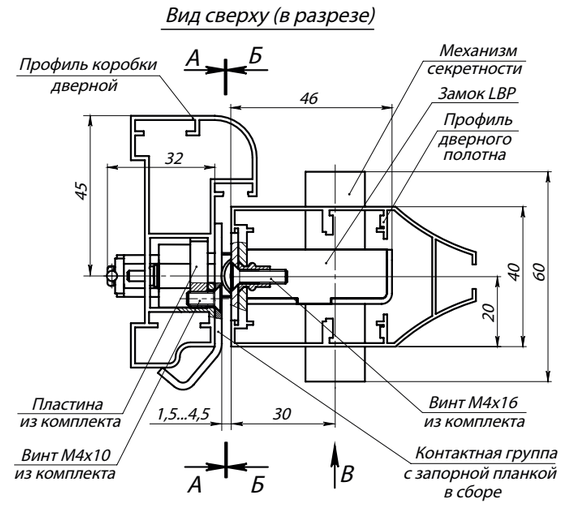

Рис. 2. Замок с контактной группой PERCo- BP1 в сборе (виды А, Б и В изображены на установочных шаблонах)
- профили дверного полотна Т34, Т53, Т81, Т85 и профиль дверной коробки Т72-14 (ООО «Петралюм»), или аналогичные им по своему сечению (см. рис. 2).
3. **Для замка с запорной планкой PERCo-BP1**. Установите замок (1) в заранее подготовленный паз в профиле дверного полотна и закрепите его двумя винтами М4х16 (5) из комплекта поставки (см. рис. 2).
- **Для запорной планки PERCo-BP1.** В профиль дверной коробки установите две пластины из комплекта поставки и зафиксируйте их винтами М4х10 (см. рис. 2). Установите запорную планку (6) в сборе с контактной группой (7) в заранее подготовленный паз в профиле дверной коробки. Закрепите запорную планку двумя винтами М4х10 (9) из комплекта поставки.
- **Для запорной планки PERCo-BP2.** Установите запорную планку (6) в сборе с контактной группой (7) в заранее подготовленный паз в профиле дверной коробки. Подложите под точки крепления запорной планки стойки из комплекта, после чего закрепите ее на профиле дверной коробки двумя винтами М4х25 (9).